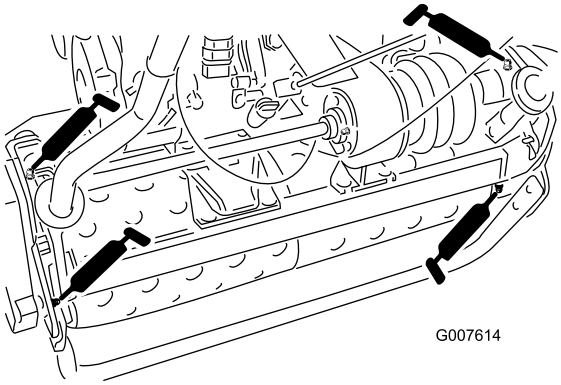

Figur 15
- Två på trumaxlarna (Figur 15)
- Tre på differentialen (Figur 15)